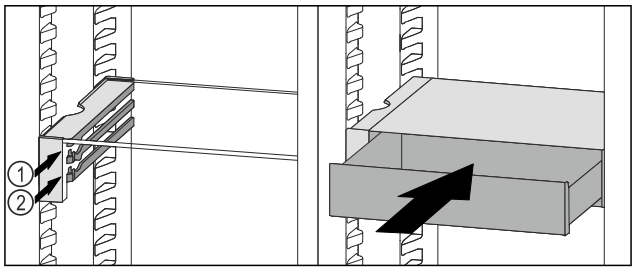

Fig. 170
▶ Așezați sertarul VarioSafe în spatele opritoarelor pe nervura dorită *Fig. 170 (1)* sau *Fig. 170 (2)*.